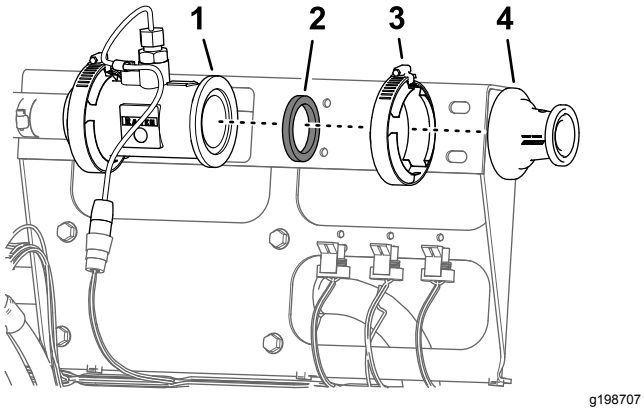

Figur 69
6. Afmonter flangeklemmen (51 mm) og pakningen (38 mm), der fastgør adapterens flange til gennemstrømningsmålerens flange (Figur 69).